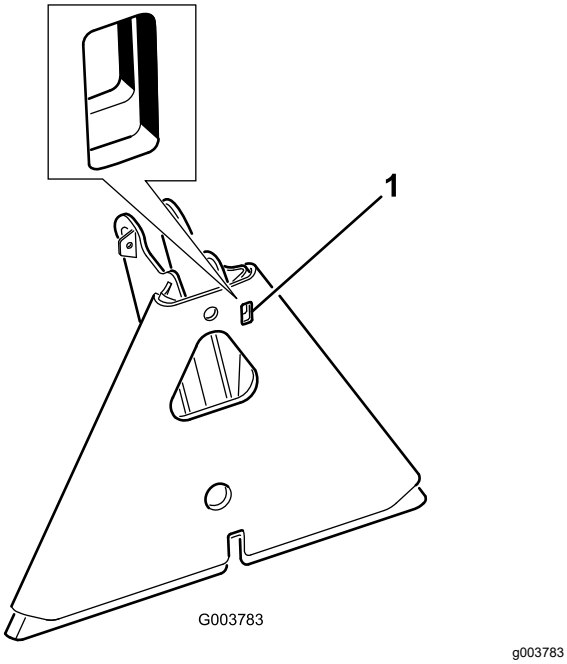

**Figur 16**
**Obs:** Om redskapshållaren fastnar i hållaren på traktorenheten för du in en bändare/skruvmejsel i bändöppningen för att lossa delarna (Figur 16).